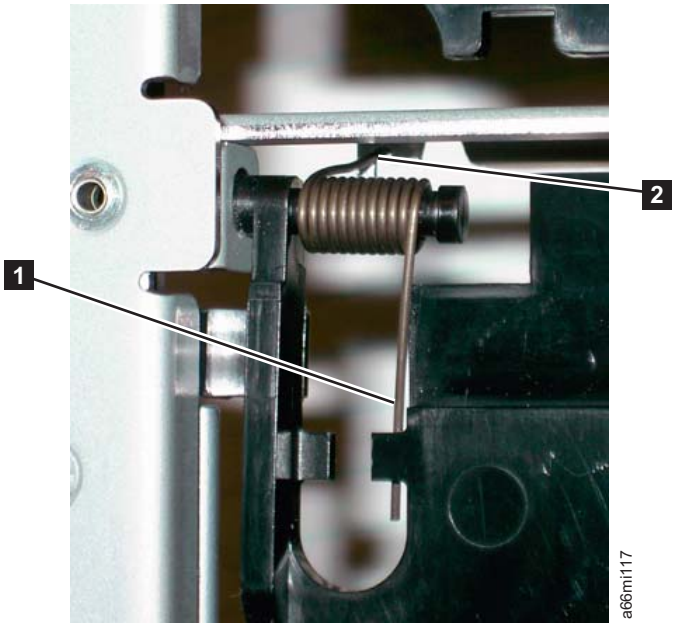

Figure 7-37. I/O Safety Flap Front Spring Wire
2. Unhook the front spring wire (**1** in Figure 7-37 on page 7-37) from the tab on the I/O flap.